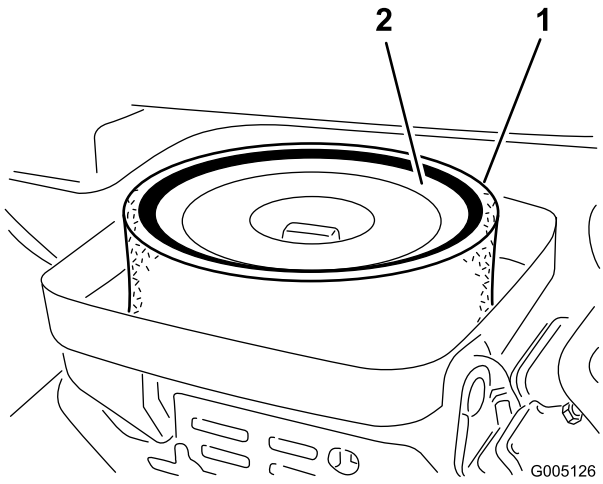

Figur 33
3. Hvis skumindsatsen er snavset, skal det fjernes fra papirindsatsen (Figur 33). Rengør det grundigt som følger: